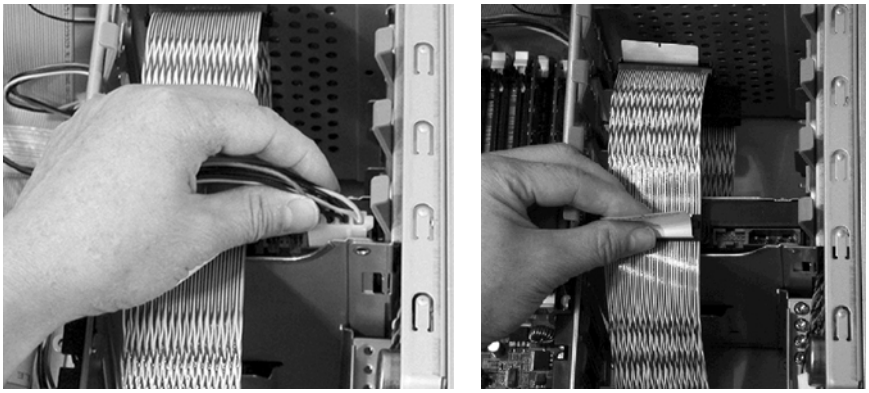

Figure 5-96 Hard Drive Cables - Left: Power Cable; Right: Data Cable (SCSI)
a.) Connect the power cable to the hard drive (see Figure 5-96, on page 326).